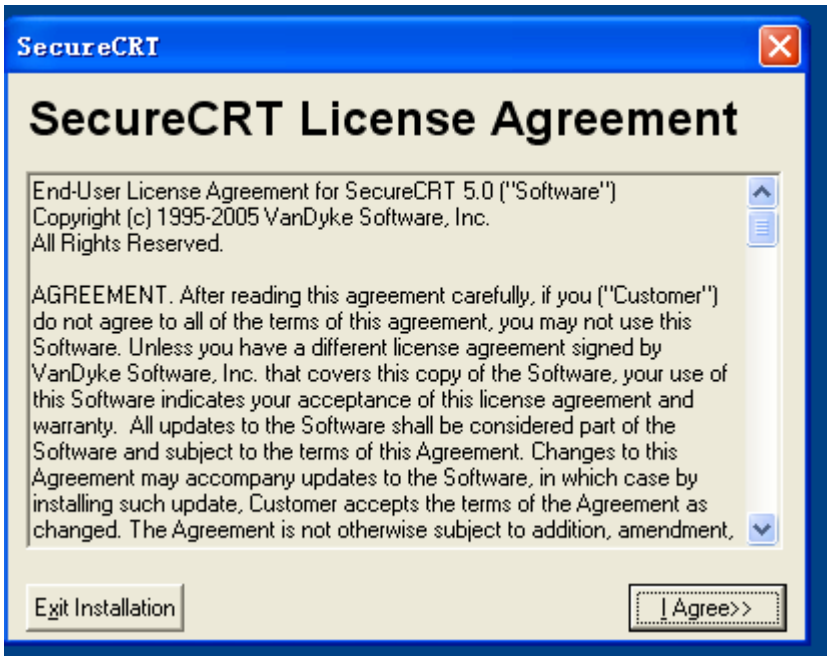

图 2.1
2、 SecureCRT 软件需要安装，双击 scrt50b4.exe 图标，打开安装程序，出现如下图 2.1，